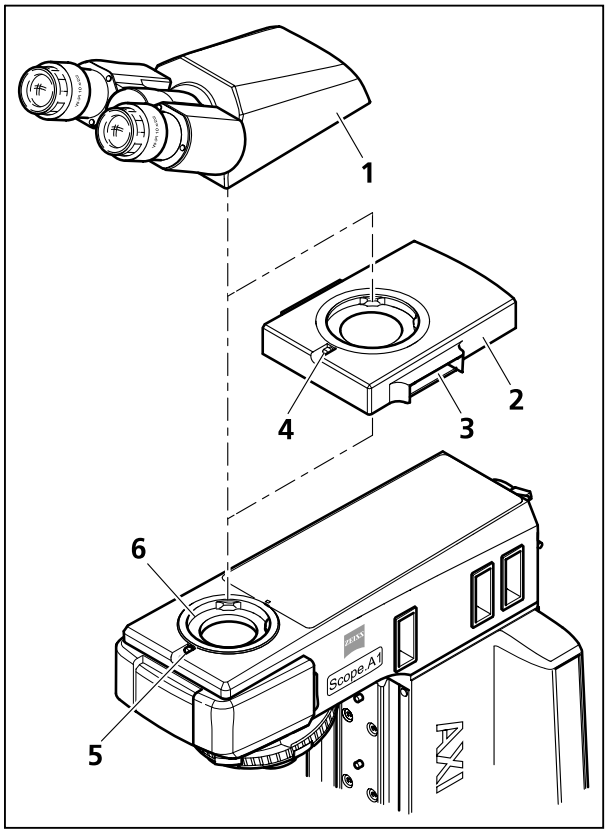

Bild 3-44 Binokularen Tubus ansetzen
- Innensechskantschraube (Bild 3-44/**5**) mit Kugelkopf-Schraubendreher SW 3 lockern. Tubus (Bild 3-44/**1**) nach oben abnehmen.
- Zwischenplatte (Bild 3-44/**2**) mit der Ringschwalbe in die Stativaufnahme (Bild 3-44/**6**) einsetzen, ausrichten und mit Innensechskantschraube (Bild 3-44/**4**) fixieren.
- Ggf. Analysatorschieber in die Schieberaufnahme (Bild 3-44/**3**) einsetzen.
- Den binokularen Tubus (Bild 3-44/**1**) leicht schräg halten, in die Zwischenplatte einsetzen, ausrichten und mit Innensechskantschraube (Bild 3-44/**4**) fixieren.